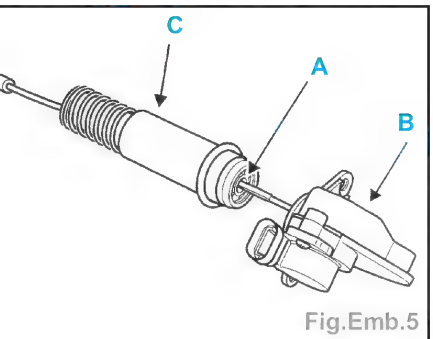

Fig.Emb.5
• l'arrêt de gaine (A),
• le cache poussière (B),
• les deux vis de fixation du potentiomètre sur le module d'embrayage (C).
- Déclipper le croisillon (A) avec le potentiomètre (B) de l'ensemble «piston - ressort» (C) (Fig.Emb.5)